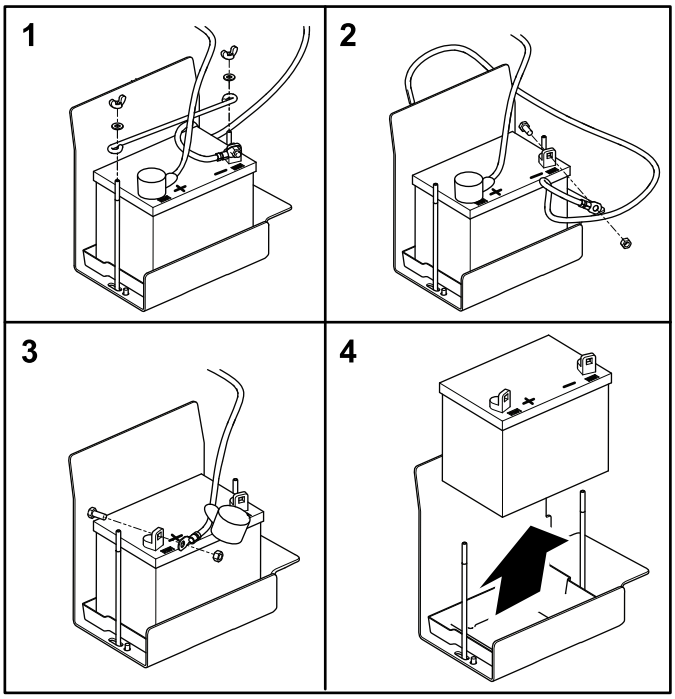

Figur 53
2. Fjern vingemutrene og skivene som fester batteriholderen (Figur 53).